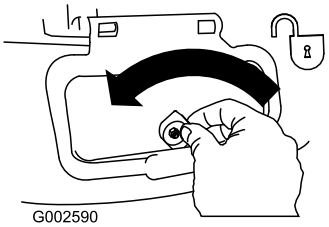

Figure 34
1. Unlock the side discharge door (Figure 34).